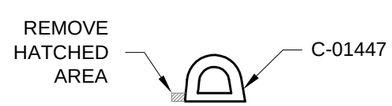

FIGURE 2: TRIM D SEAL
Step 12: Trim any material from the C-01447 D Seal until only the "D" shape remains. See Figure 2.